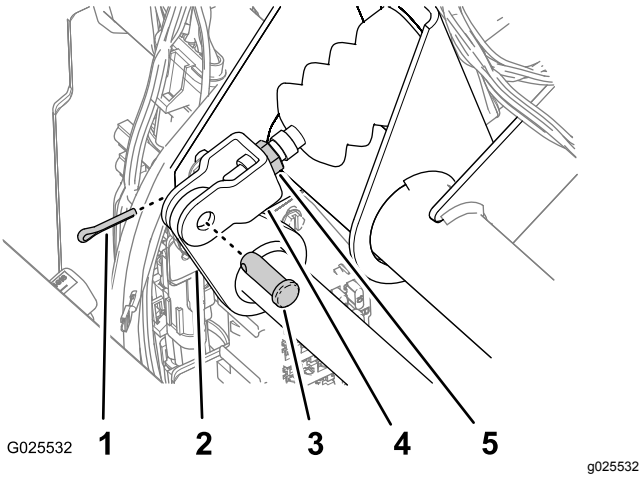

Figur 76
2. Fjern låseclipsen og gaffelbolten, som fastgør hovedcylindergaflen til bremsepedalens drejetap (Figur 76).
4. Løsn kontramøtrikkerne, der fastgør gaflen til hovedcylinderakslen (Figur 76).
5. Juster gaflen, indtil dens huller sidder ud for hullet i bremsepedalens drejetap (Figur 76).
6. Fastgør derefter gaflen til pedalens drejetap med gaffelbolten og splitten (Figur 76).
7. Tilspænd kontramøtrikken, der fastgør gaflen til hovedcylinderakslen (Figur 76).